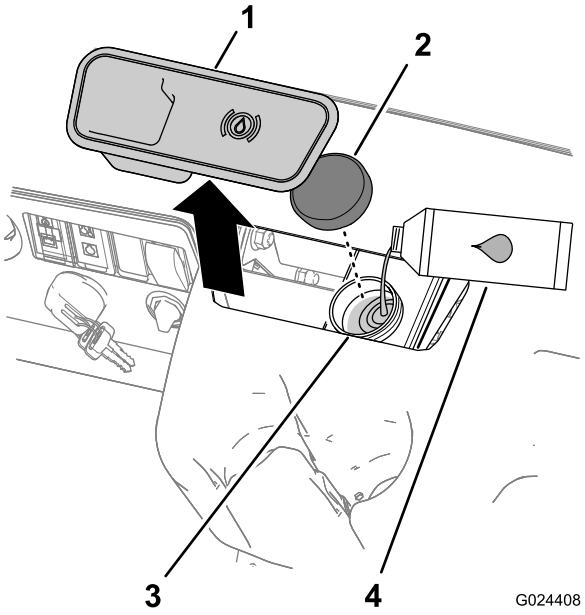

Figuur 15
2. Verwijder de rubberen plug in het midden en op de bovenkant van het dashboard om toegang te krijgen tot de hoofdremcilinder en het reservoir (Figuur 15).
A. Reinig de omgeving van de reservoirdop en verwijder de dop (Figuur 15).
C. Plaats de dop weer op het reservoir (Figuur 15).